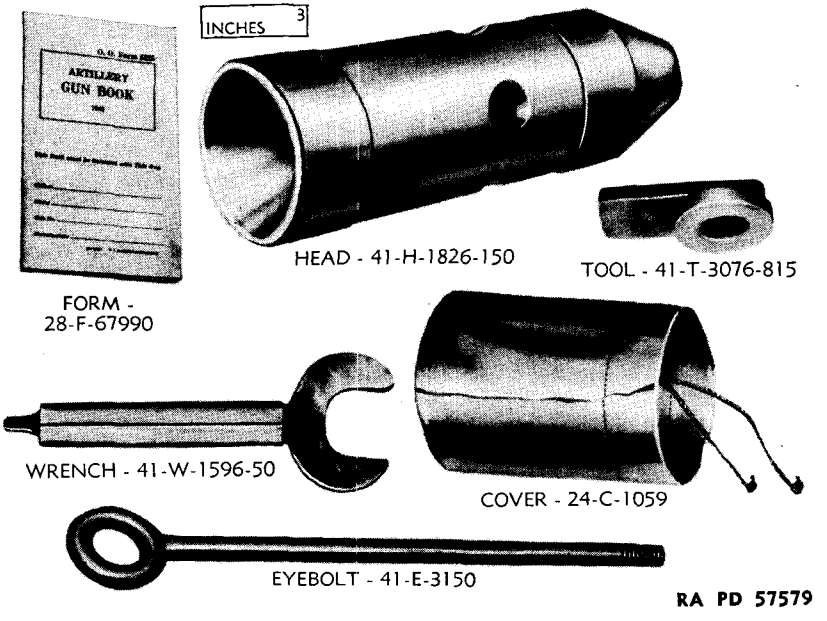

Figure 11 — Tools and Accessories
b. **Firing Switches in Tanks T25E1 and T26E1 Only** (fig. 11). The purpose of these switches is to fire the 90-mm gun solenoid and caliber .30 machine gun solenoid. This is done by pressing down on each button, respectively, on the front of switch box.